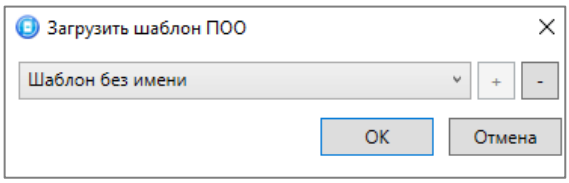

Рисунок 4.56 — Окно *Загрузить шаблон СПИ*
- *Загрузить шаблон настроек:* открытие окна *Загрузить шаблон ПОО* (см. рисунок 4.56), с помощью которого может быть сконфигурирован контроллер по предварительно созданному шаблону. Чтобы применить шаблон, выберите его в списке и нажмите кнопку